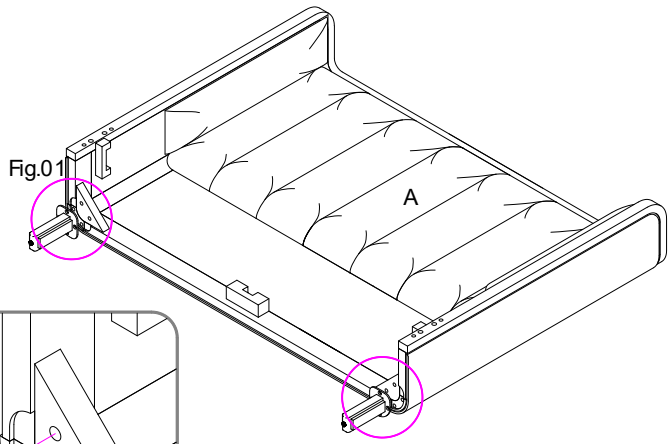

FIGURE 01
Gently, lay the Headboard (A) and Footboard (C) on a flat and non-abrasive surface. Attach the Feet (F) to the bottom of the Headboard and Footboard by using Allen bolts (6) provided. See FIGURE 01.